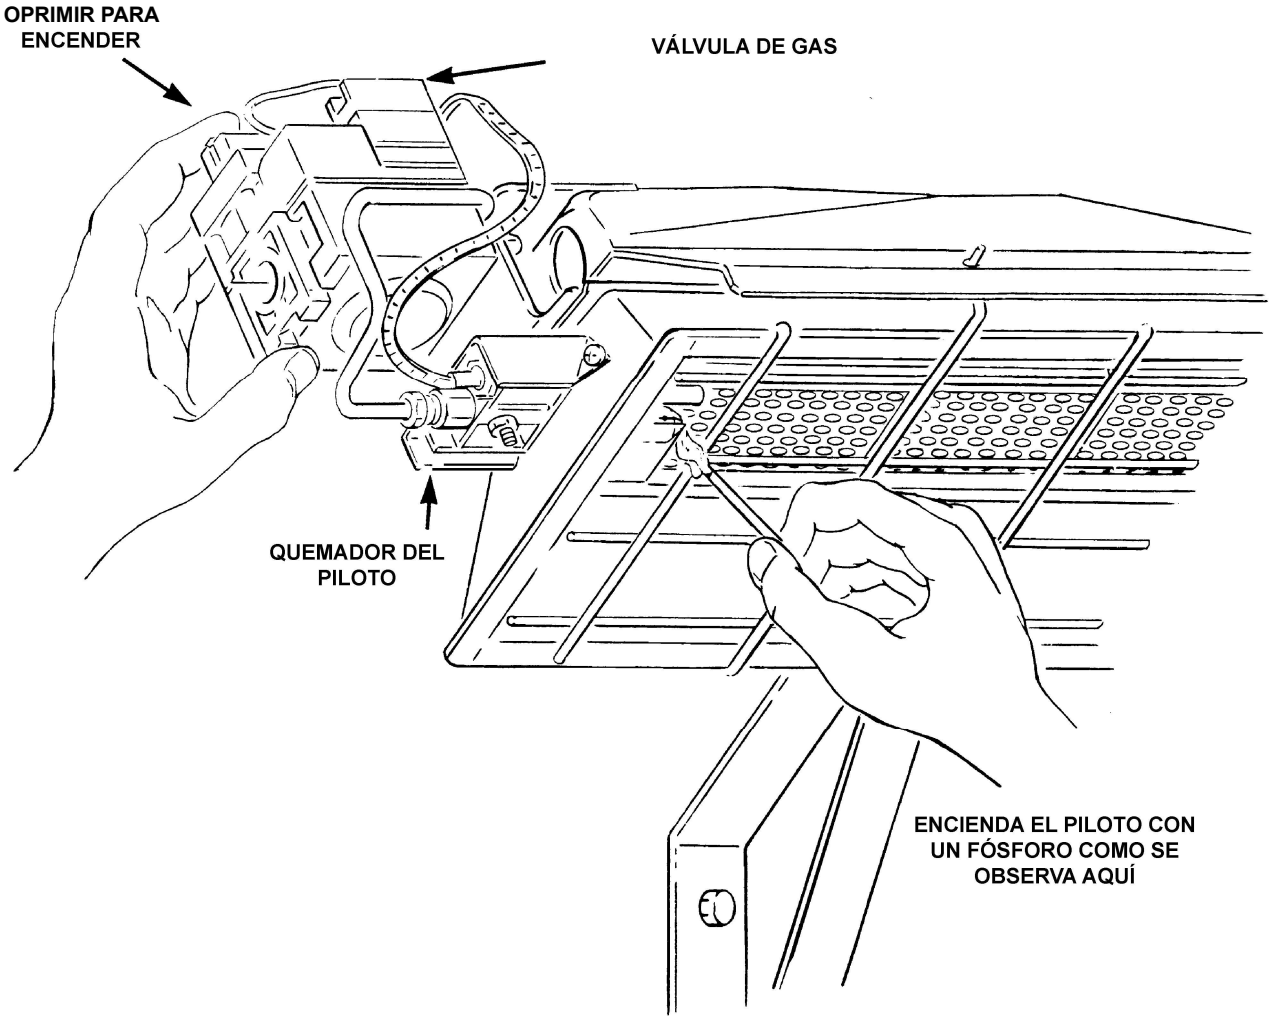

Figura 10. Encendido del quemador del piloto
F. Oprima la perilla de control manual de gas. Con un fósforo, encienda la llama piloto. Consulte la Figura 10. Mantenga oprimida la perilla durante aproximadamente 30 segundos para que el aire que haya en las líneas de gas pase por el piloto y, cuando éste esté encendido, deje que la termocupla se caliente lo suficiente para activar la válvula de seguridad en posición abierta.
G. Suelte la perilla de control manual de gas y gírela hasta la posición de encendido (ON).